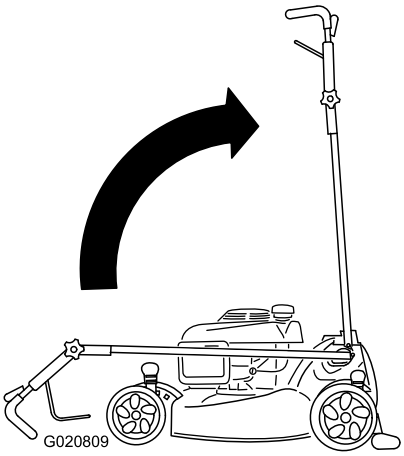

Figuur 50
2. Zet de handgreep rechtop (Figuur 50).